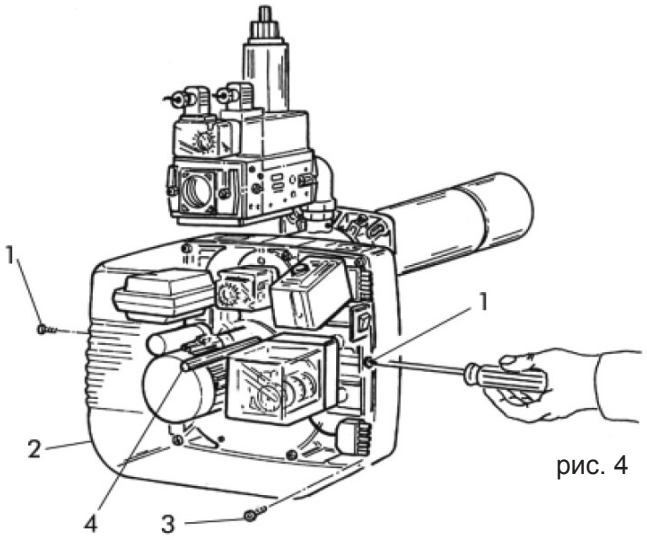

рис. 4
Для доступа к основным компонентам достаточно снять кожух (рис. 4). Техобслуживание головки горения выполняется следующим образом:
- Отверните винты (1) и снимите кожух (2) (рис. 4).
- Отверните винты (3) и снимите центральный штифт (4) (рис. 4).